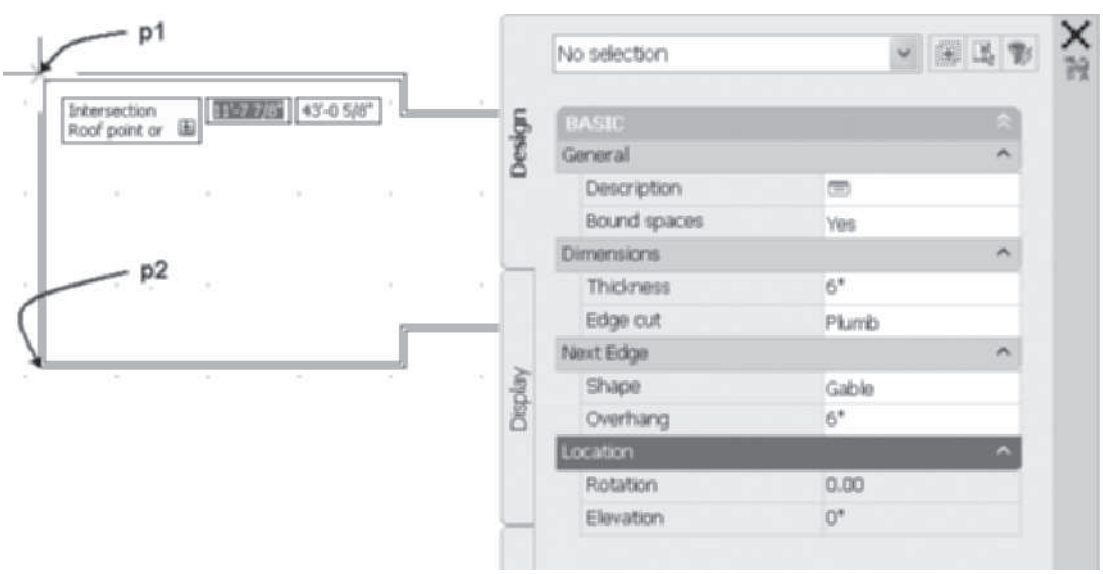

FIGURE 7.10 *Editing the Properties palette for roof edge 1*
4. Select the **Roof** command from the **Design** palette. Edit the **Properties** palette as follows: Basic-Dimensions: Thickness = **6" [150]**, Edge cut = **Plumb**, Next Edge: Shape = **Gable**, Overhang = **6" [150]**, as shown in Figure 7.10. Respond to the following workspace prompts by selecting roof points as specified below.
`Roof point or:` *(Select the wall using the intersection of the outer lines of the corner at* `p1` *as shown in Figure 7.10.)*
`Roof point or:` *(Select the wall using the intersection of the outer lines of the corner at* `p2` *as shown in Figure 7.10.)*